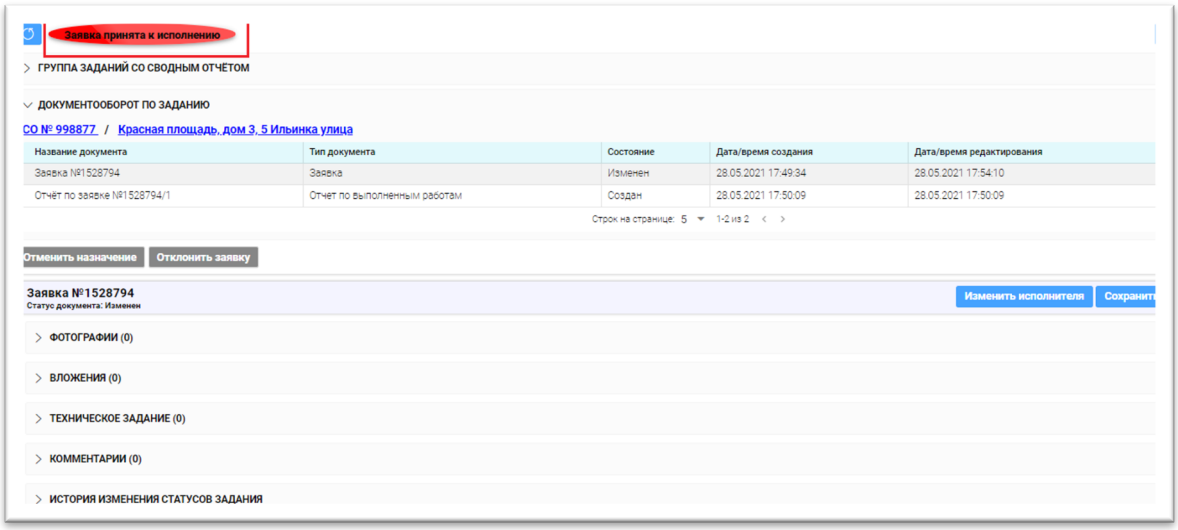

Рисунок 35 - Изменения статуса Заявки в личном кабинете Диспетчера
- Инженер принял Заявку в работу, статус Заявки в личном кабинете Диспетчера изменился (Рис. 35